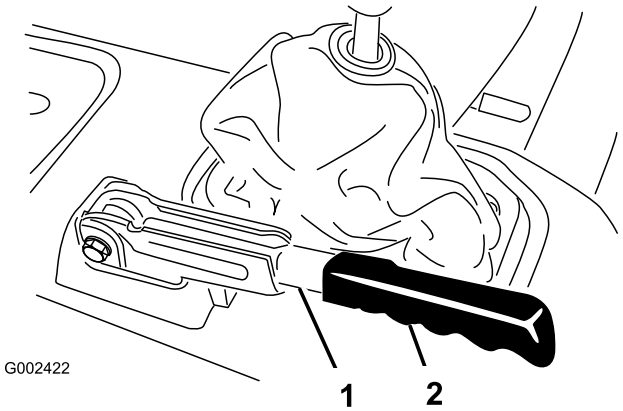

Figur 62
1. Ta bort gummihandtaget från parkeringsbromsspaken (Figur 62).